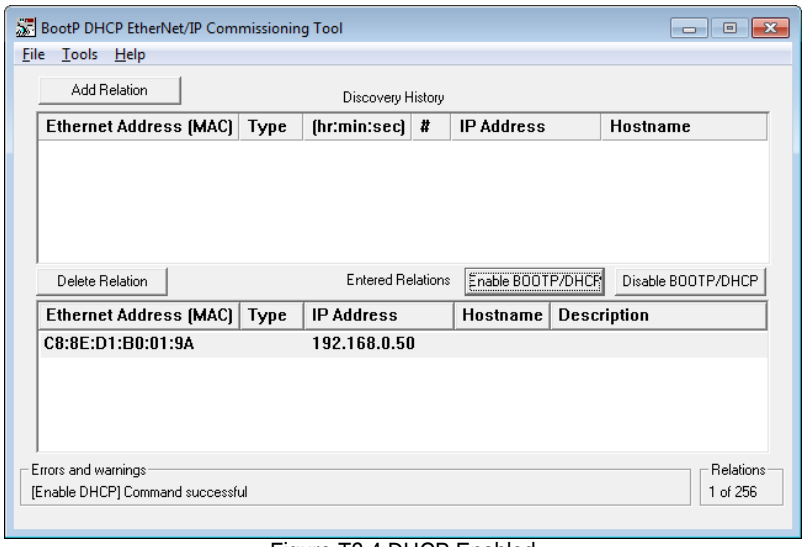

Figure T2.4 DHCP Enabled
4) Click on your new entry in the *Entered Relations* list. This will activate the buttons in the pane. Click on the [Enable BOOTP/DHCP] button. The message "[Enable DHCP] Command successful" should appear instantly in the status line at the bottom of the window. Figure T2.4 shows the state of the software at this point.